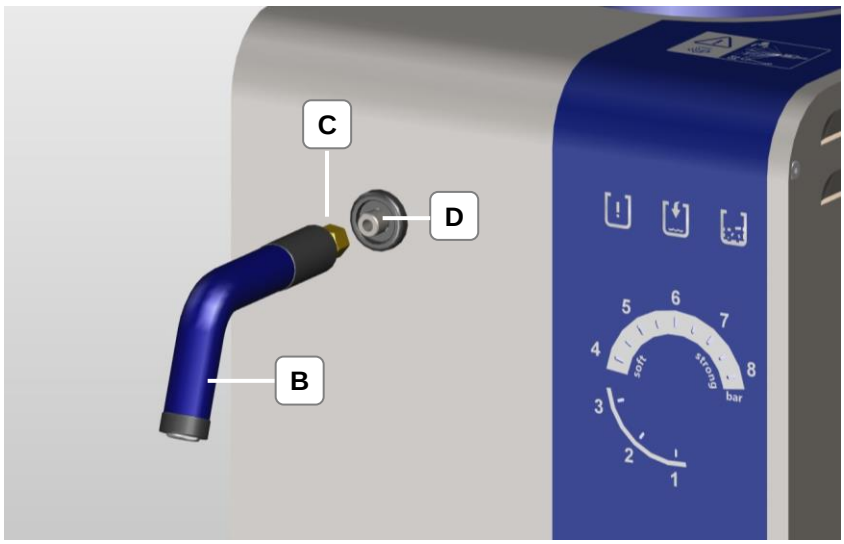

Afbeelding 4.2.2: Vaste sproeier opschroeven
2. Schroef de vaste sproeier (B) met de moer (C) manueel (handvast) tot de aanslag op de aansluitnippel van het apparaat (afbeelding 4.2.2).